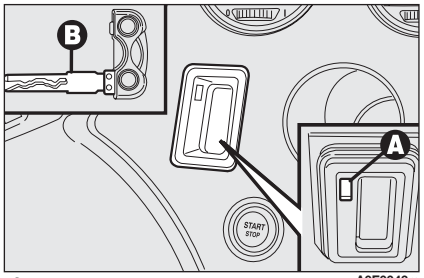

fig. 1 A0E0043m
- ❒ introduzca la pieza metálica **B-fig. 1** de la llave electrónica en la ranura **A**;
ADVERTENCIA No introduzca en la ranura **A-fig.1** otros objetos que no sea la pieza metálica **B** de la llave electrónica.